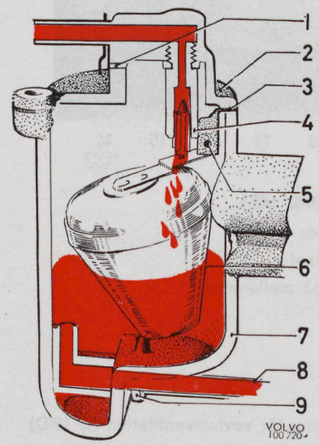

Bild 11. Flottörsystem.
Flottörhuset är fastskruvat vid förgasarhuset. Ventilen (4, bild 11) som öppnas eller stänges av flottören, är fastsatt i locket. Bränslet ledes till munstyckets nedre ända genom en böjlig slang från flottörhusets nedre del (8).